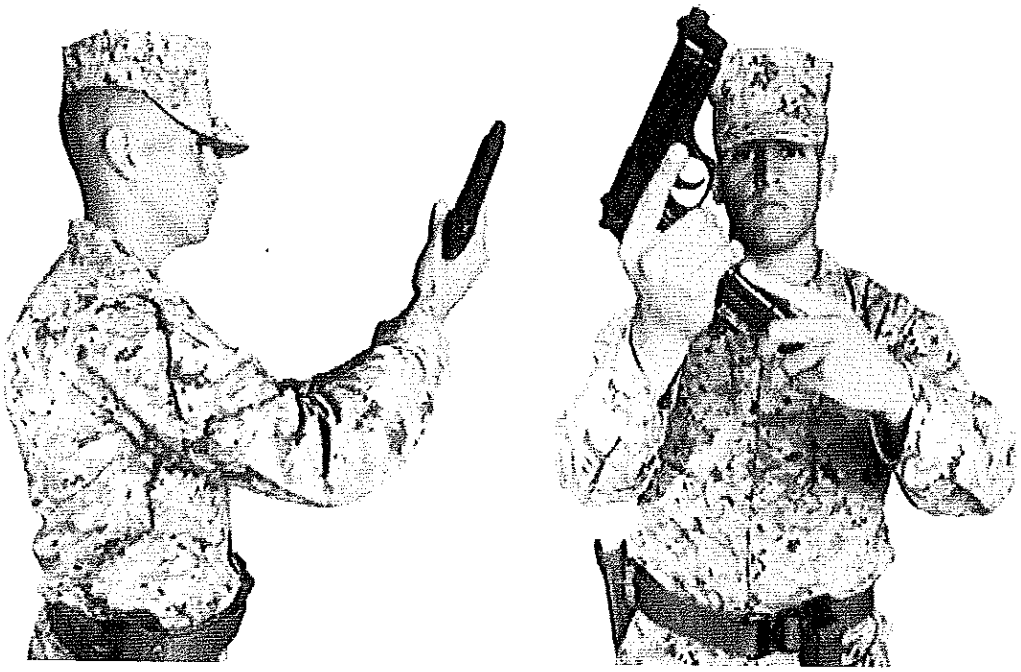

Figure 2-10. Bringing the Pistol into the Workspace.
2. With the firing hand firmly gripping the pistol and the pistol pointed in a safe direction, bring the weapon up into your workspace with the magazine well at eye level. Workspace is defined as the area in which you can manipulate and control the weapon while maintaining observation of the downrange area without having to move the head and eyes (see fig. 2-10 on page 47). Cant the pistol so the magazine well is facing inboard at approximately a 45-degree angle to the deck and the muzzle is pointing up.